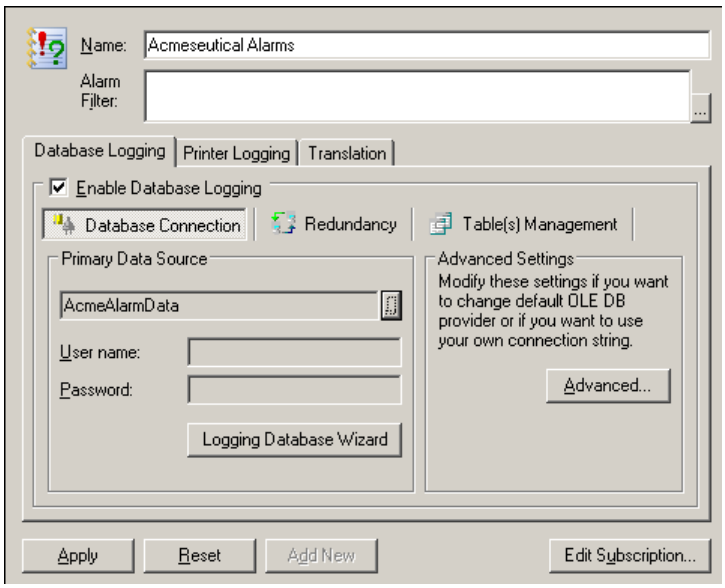

Figure L8.9 - Alarm Database Logging: Database Connection
32. Click on “OK” to close all dialogs. Once you are back in the AlarmWorX32 Logger Configurator, your Database Logging tab should look like Figure L8.9.